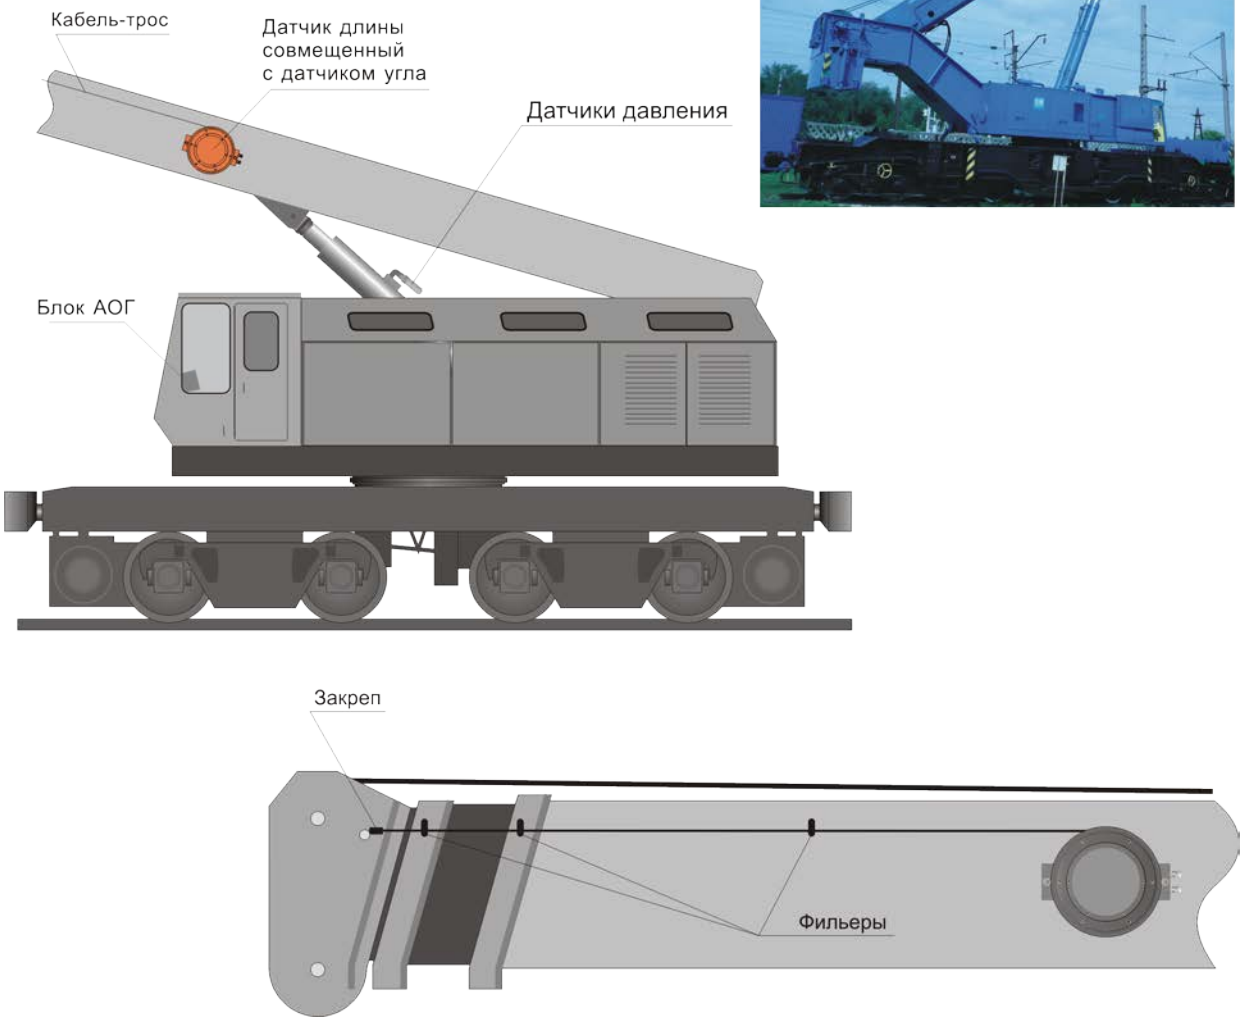

Рис.1
5.1. Система АОГ, рис.1, состоит из составных частей:
6.2. Размещение элементов системы АОГ на кране показано на рис.1.